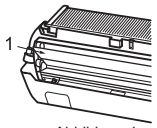

Abbildung 1
1) Richten Sie das horizontale Luftleitblech vorsichtig nach unten aus.(Abbildung 1)